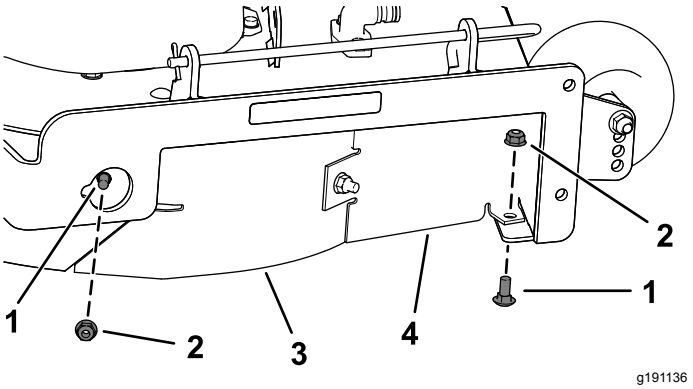

Figur 13
7. Fjern de to låseboltene (5/16 x 3/4 tomme) og to låsemutterne (5/16 tomme) som fester den høyre skjermen og skjermvernet til klippeenheten (Figur 13).